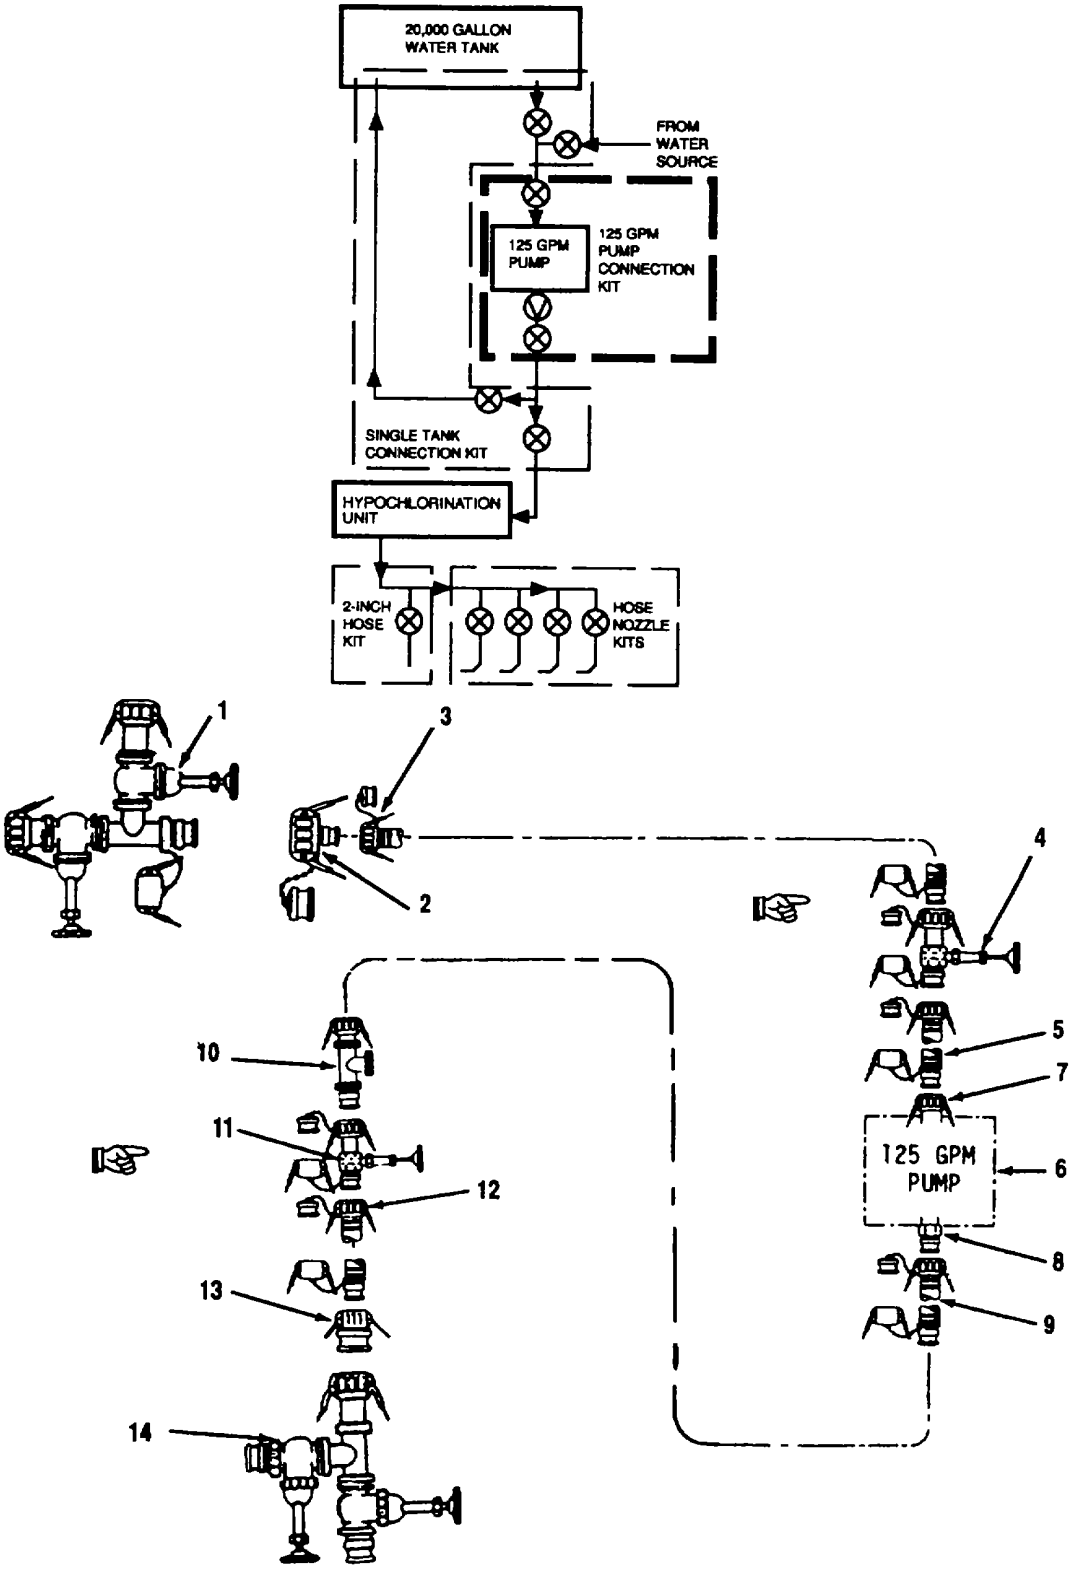

Figure 2-13. 125 GPM Pump Connection Kit Disassembly
(4) Disconnect reducer (4-inch female x 2-inch male) (4) from tee (3).
(5) Disconnect tee (3) from 4-inch x 20-foot discharge hose (2).
(6) Disconnect 4-inch x 20-foot discharge hose (2) from 4-inch x 20-foot discharge hose (1).
(7) Disconnect 4-inch x 20-foot discharge hose (1) from male (outlet) coupling on hypochlorination unit (8).
(8) Drain and allow components to dry.
(9) Install caps and plugs on component couplings (para. 2.7c).
(10) Roll all discharge hoses and secure with tape.
d. Disassemble 125 GPM Pump Assembly Connection Kit. Refer to Figure 2-13.